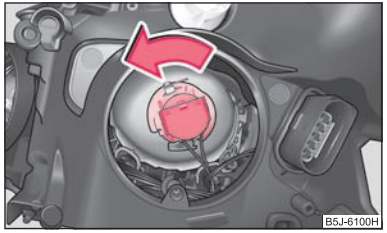

Fig. 169 Desmontaje de la bombilla para luz de cruce
- Girar el conector junto con la bombilla hacia la izquierda, hasta la tope, y retirarlo ⇒ fig. 169.